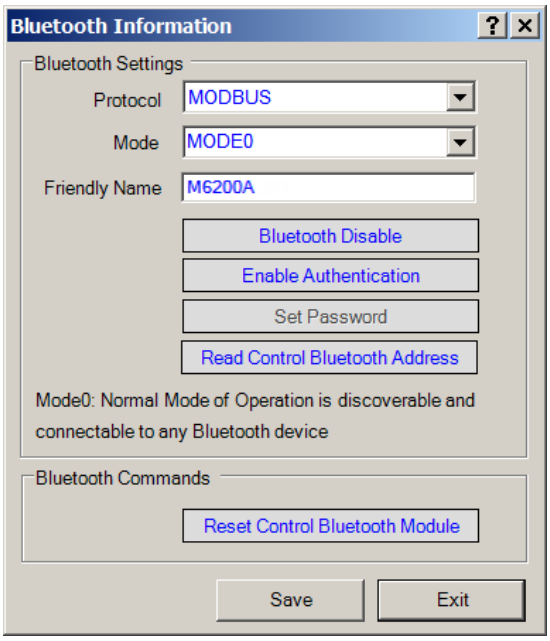

Figure 4-33 Bluetooth Information Dialog Screen
- If the Bluetooth option is enabled in the control, TapTalk will display the Bluetooth Information dialog screen (Figure 4-33).
a. If the Bluetooth hardware is present, then select "OK" to enable. TapTalk will then display the Bluetooth Information dialog screen (Figure 4-33). Go to Step 3.
1. Select **Communication/Setup/ Bluetooth Settings** from the TapTalk toolbar. TapTalk will display the "Bluetooth Information" dialog screen (Figure 4-33).
4. Select "OK". TapTalk will return to the "Bluetooth Information" Dialog Screen (Figure 4-33).